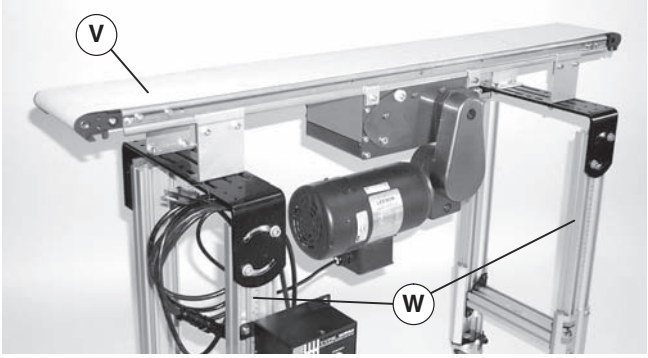

Figure 10
5. Position conveyor (Figure 10, item V) on stands (W).